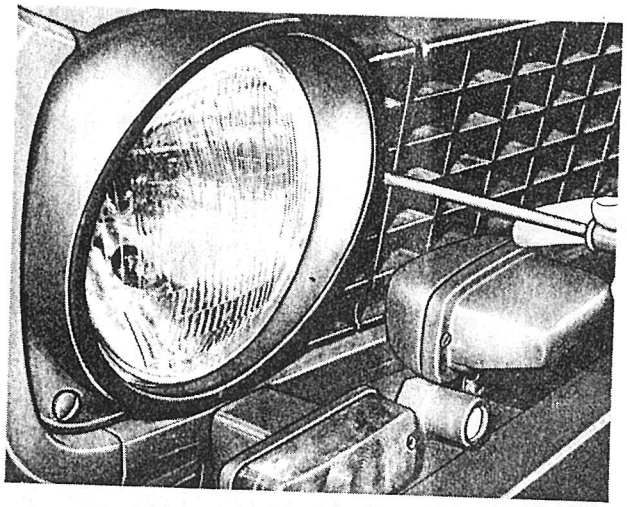
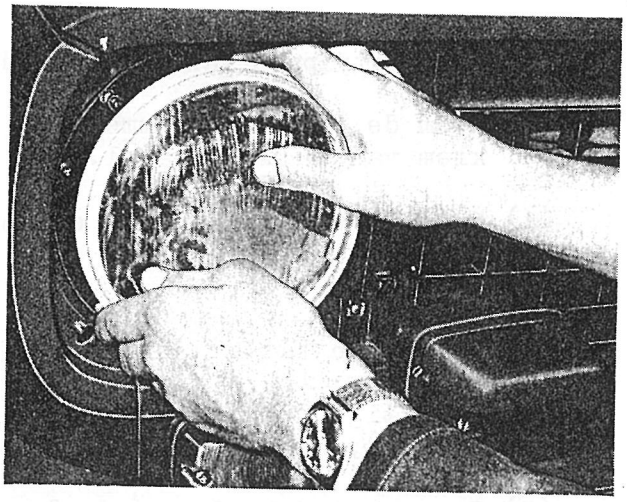

Afb. 3.7.2. Koplamp sierrand verwijderen
Afb. 3.7.3. Uitnemen van de koplamp
(1) Draai de drie schroeven, waarmee de sierrand rond de koplamp is bevestigd een kwartslag los (zie afb. 3.7.2.).
(2) Verwijder de sierrand.
(3) Trek de koplamp voorzichtig uit de drie bevestigingspunten (zie afb. 3.7.3.).